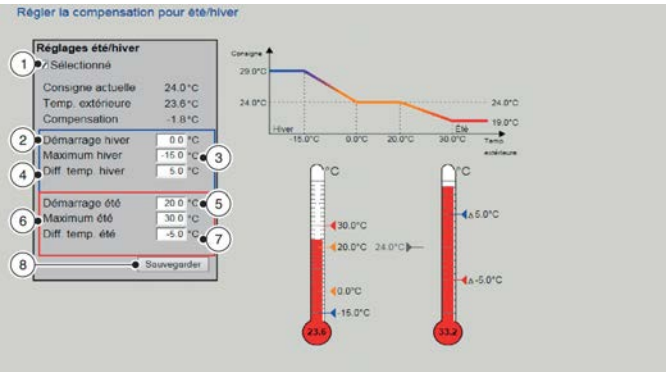

Fig. 35: Compensation été/hiver
L'écran *« Définir la compensation été/hiver »* (Voir la Fig. 35) vous permet de régler les valeurs de la compensation de la température pour l'été et l'hiver.
2. ▸ Cocher la case (Voir la Fig. 35/1) pour activer la compensation été/hiver.
3. ▸ Saisir la température de l'air extérieur à laquelle la compensation hivernale doit débuter (Voir la Fig. 35/2).
4. ▸ Saisir la température de l'air extérieur pour la compensation hivernale maximale (Voir la Fig. 35/3).
5. ▸ Saisir la valeur de compensation hivernale maximale (Voir la Fig. 35/4).
6. ▸ Saisir la température de l'air extérieur à laquelle la compensation estivale doit commencer (Voir la Fig. 35/5).
7. ▸ Saisir la température de l'air extérieur pour la compensation estivale maximale (Voir la Fig. 35/6).
8. ▸ Saisir la valeur de compensation estivale maximale (Voir la Fig. 35/7).